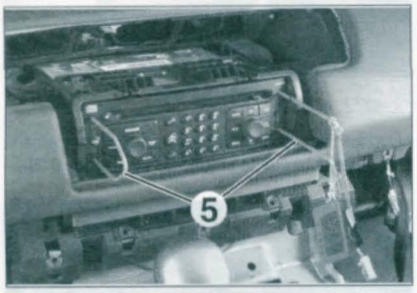

FIGURE 9-11
• Déposer l'autoradio (5), à l'aide de l'outil spécifique **(figure 9-11)**.